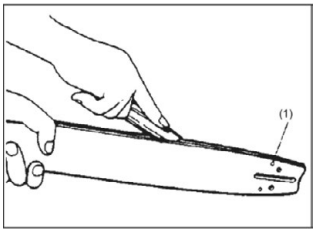

Рис. 6.1
3. НАПРАВЛЯЮЩАЯ ШИНА (РИС. 6.1–6.2)